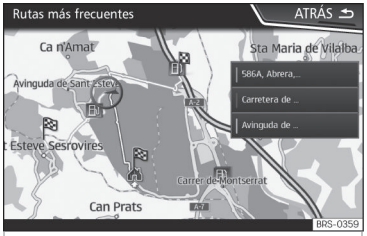

Fig. 169 Navegación predictiva
- En la pantalla principal del Menú de navegación, pulse en la ventana emergente la tecla RUTAS FRECUENTES. Para visualizar las rutas habituales pulse el botón Mostrar en mapa ››› **fig. 169**.